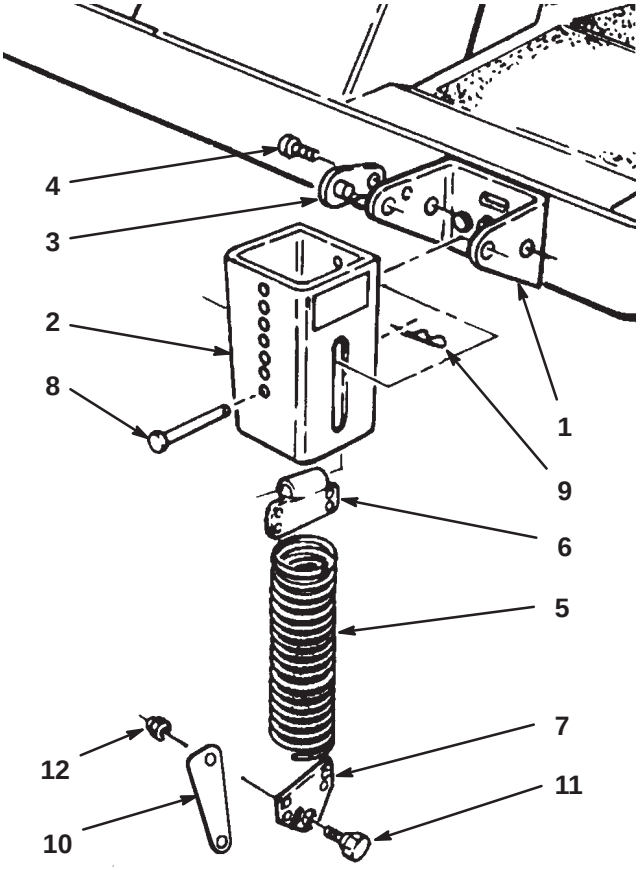
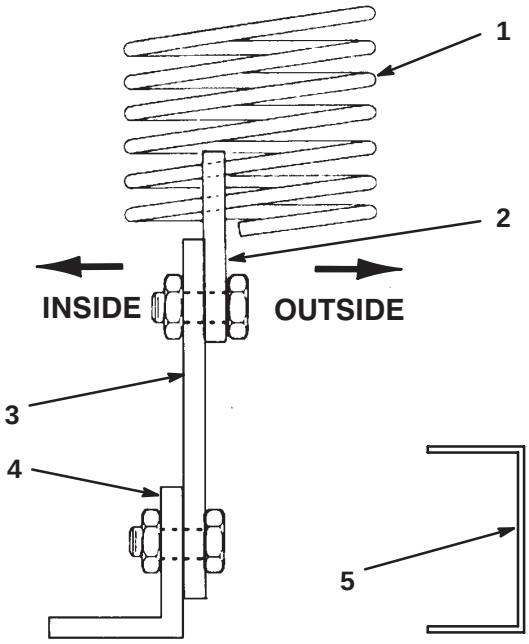

Figure 12
Figure 14
5. Thread the top extension spring coil into the top spring end holes and the bottom extension spring coil into the bottom spring end holes (Fig. 12).
6. Mount the knee link to the lower spring end with the wide part of the knee link pointing forward and the spring end stop pointing forward. Secure the knee link to the outer side of the spring end (Fig. 14) with a shoulder bolt and locknut (Fig. 12 and 13).
8. Align the slotted holes in the spring cover (slot toward the bottom) with the mounting bracket holes. Insert the lock pin assemblies into the bracket holes and secure each to the bracket with self-tapping screws (Fig. 12). Torque the screws to 20 ft.-lb. (27 N·m).
hole the lowest, etc. Align the top spring end hole with the selected spring cover holes and insert the clevis pin to secure the spring inside the cover (Fig. 12). Secure the clevis pin with a hairpin cotter.